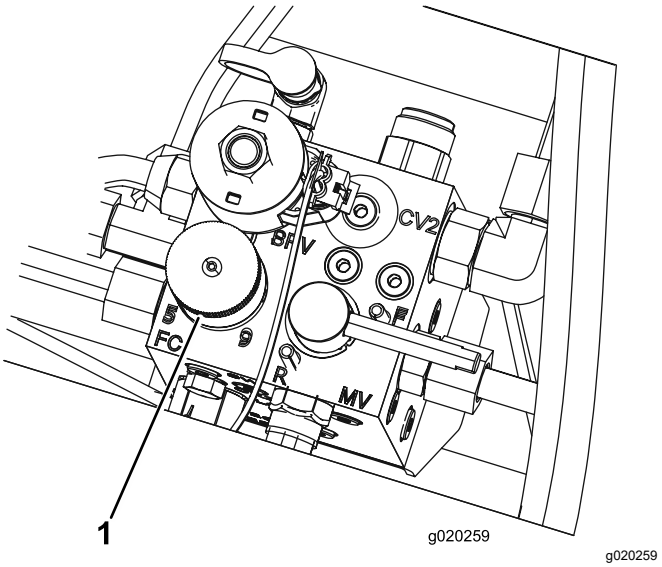

Figur 33
4. Knivcylinderens hastighed indstilles ved at dreje på knappen (Figur 33), indtil indikatorpilen står ud for det tal, der angiver den ønskede indstilling.